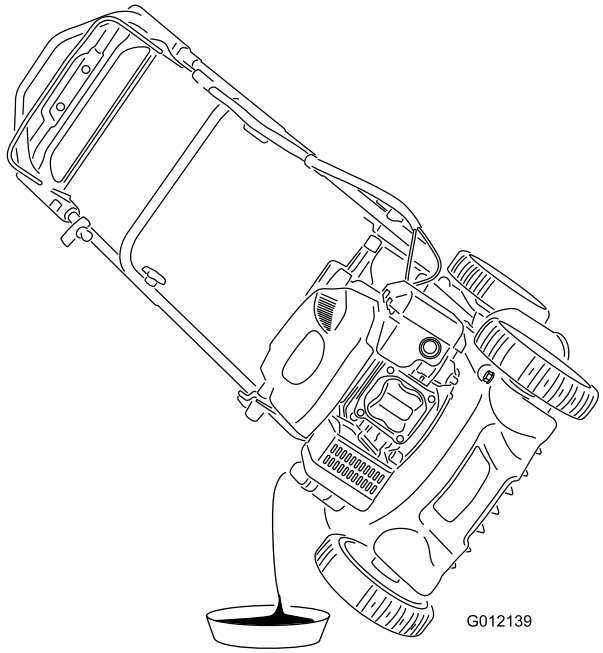

Rysunek 22
4. Przechyl maszynę na bok, ze wskaźnikiem poziomu skierowanym w dół, aby spuścić zużyty olej przez szyjkę wlewu do miski drenażowej (Rysunek 22).